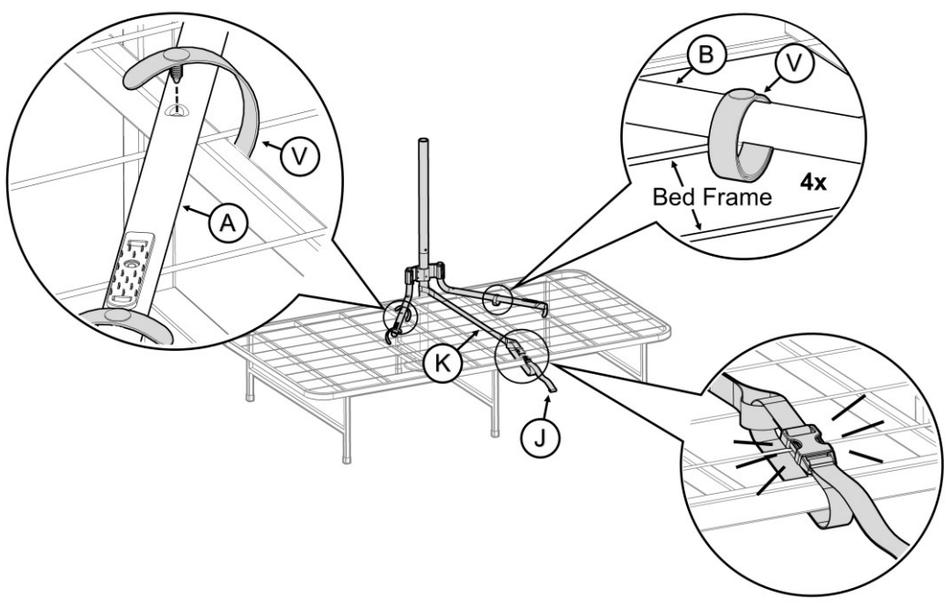

FIGURE 7
7. For metal frame beds and slat beds, add **V** to secure legs to frame or slats. Insert plastic barb from **V** into holes in **A** and **B** at locations shown. Wrap **V** securly around frame or slats. Open buckles on **J** and loop one buckle around bed frame and snap buckles back together. Tighten strap **J** by pulling loose end of strap. *FIGURE 7*